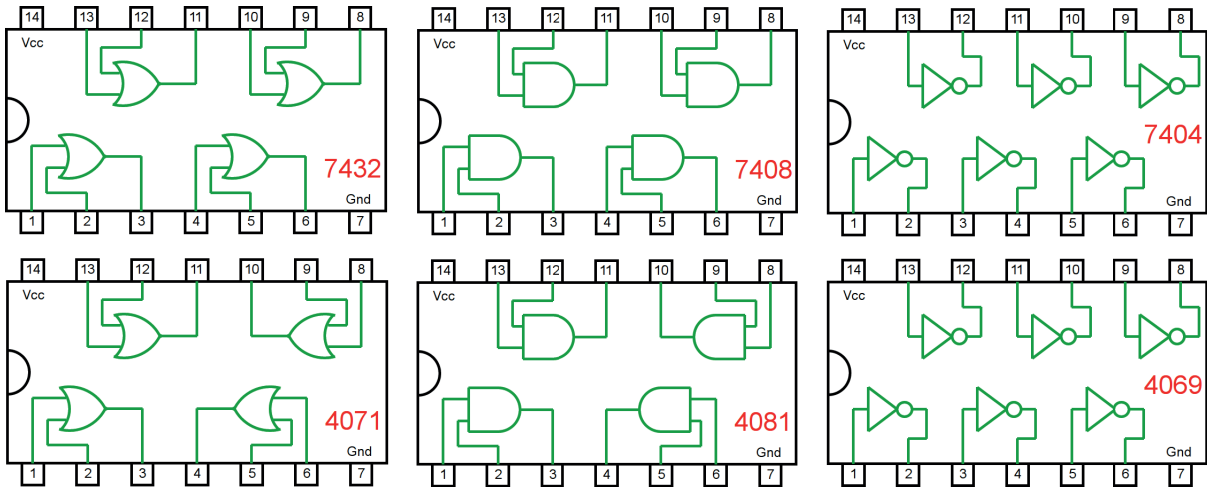

Figura 4.41 – Circuitos integrados TTL e CMOS.
a) Coloque os circuitos integrados (TTL e/ou CMOS da figura 4.41) nas posições indicadas.
d) Conecte os fios verdes. Os fios verdes estão conectados ao terra e portanto fornecendo valor lógico (0) às entradas de todas as portas do CI.